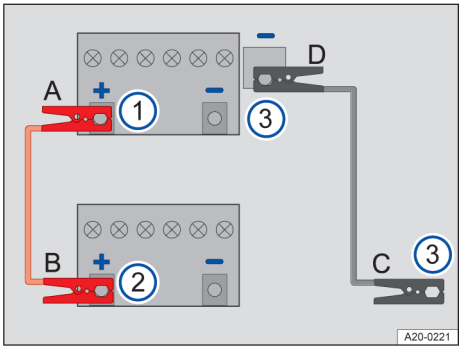

Fig. 186 Schéma de branchement des câbles de démarrage
Respectez l'ordre de branchement des câbles de démarrage **A – B – C – D** → fig. 186.
2. Retirez le cache de la borne positive de la batterie 12 V → fig. 186 ① → ⚠.
4. Raccordez l'autre extrémité du câble de démarrage *rouge* **B** à la borne positive **+** du véhicule fournissant le courant → fig. 186 ②.
prise de démarrage de fortune (raccord à la masse) ; sinon, branchez-la à une pièce métallique épaisse vissée sur le bloc-cylindres ou au bloc-cylindres lui-même du véhicule fournissant le courant → fig. 186 ③.
6. Sur le véhicule dont la batterie 12 V est déchargée, raccordez l'autre extrémité du câble de démarrage *noir* **D** de préférence à la prise de démarrage de fortune (raccord à la masse) ; sinon, raccordez-la à une pièce métallique épaisse fermement vissée sur le bloc-cylindres ou au bloc-cylindres lui-même → fig. 186 ③ → ⚠.
3. Les moteurs tournant, débranchez les câbles de démarrage uniquement dans l'ordre **D – C – B – A** → fig. 186.